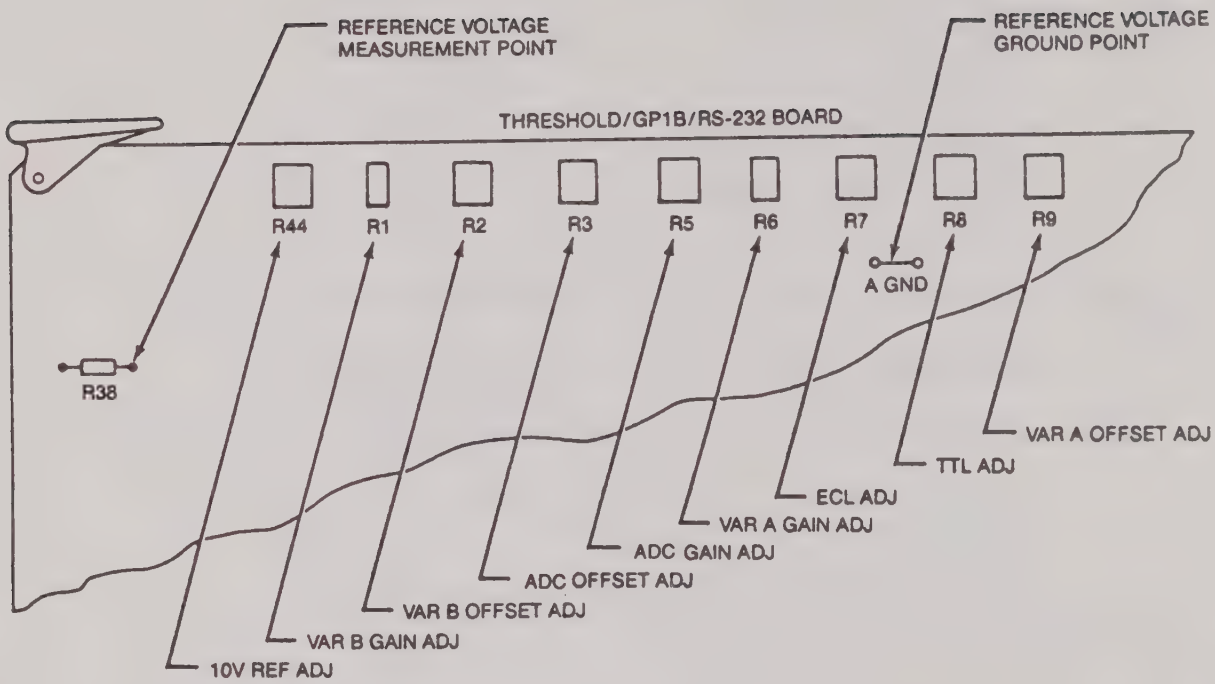

Figure 3-10. Threshold/GPIB/RS-232 Board Adjustments
The location of potentiometers is shown in Figure 3-10. The following tools and test equipment is required:
3. Connect the external DVM reference (-) to the board A GND test point. Connect the DVM (+) input to the right side of resistor R38. See figure 3-10.